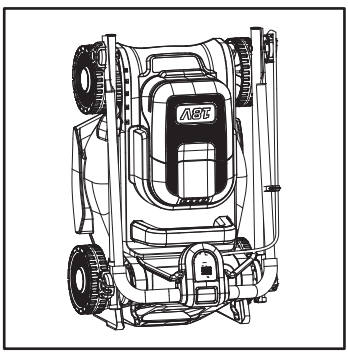

**Fig. 26**
10. Depozitează mașina de tuns iarbă în poziție orizontală sau verticală (fig. 26).